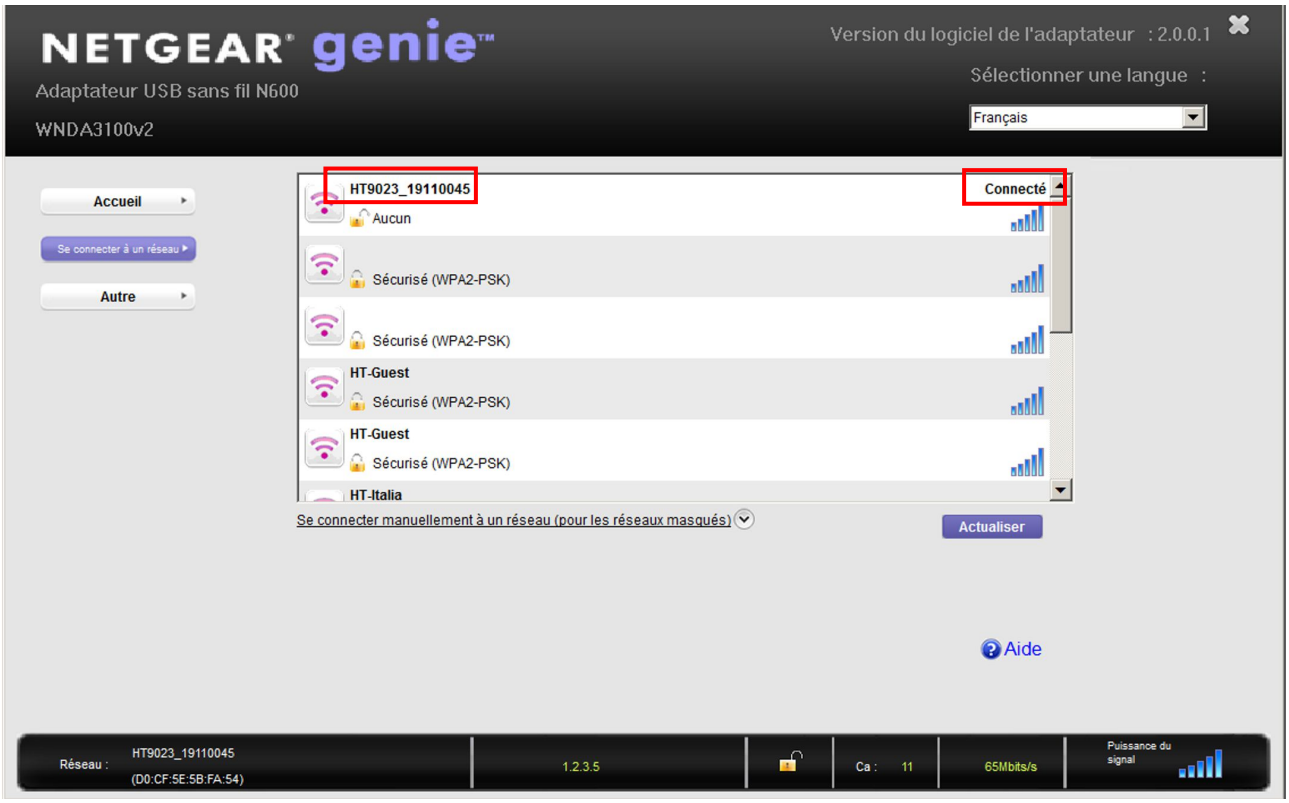

Fig. 15: Connexion WiFi de l'instrument au PC (exemple)
5. Recherchez l'outil «**HT9023_xxxxxxxx**» dans le périphérique WiFi présent sur le PC et connectez-vous comme indiqué **dans l'exemple** de la Fig. 15 suivante)